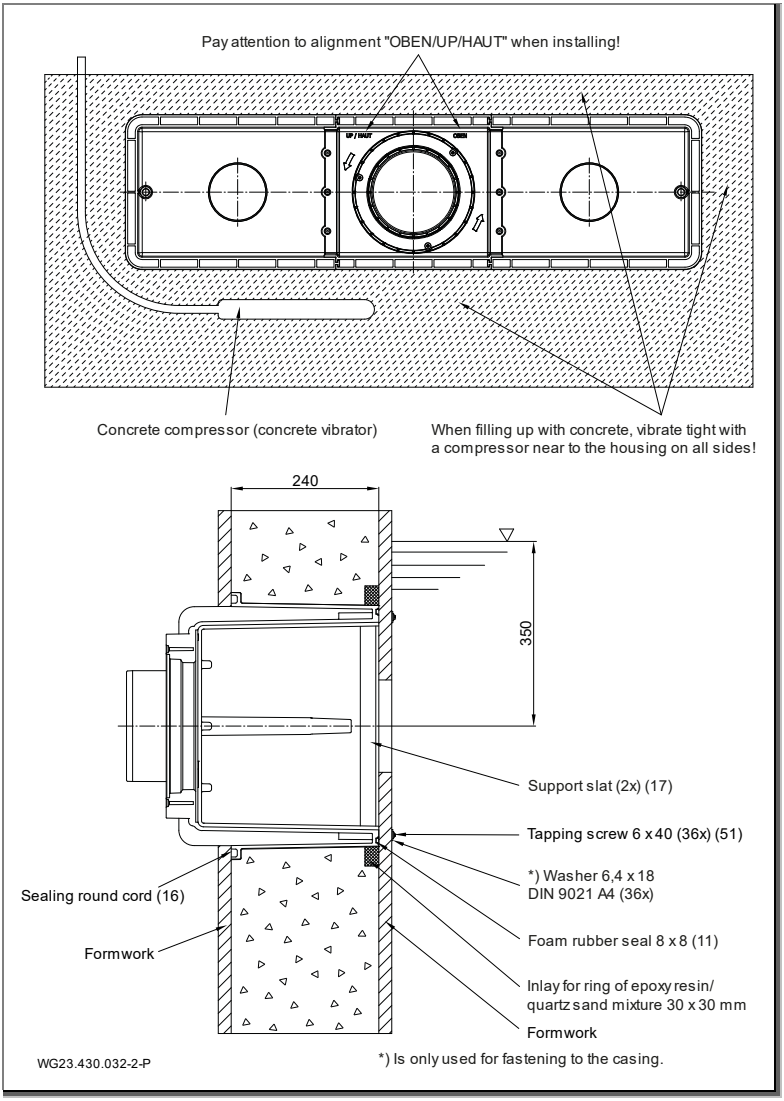

Fig. 5
It is recommended to lay a surrounding ring of epoxy resin/quartz sand at the pool-side outside wall of the housing (1) as a seal to the concrete wall. See "Fig. 5" on page 20